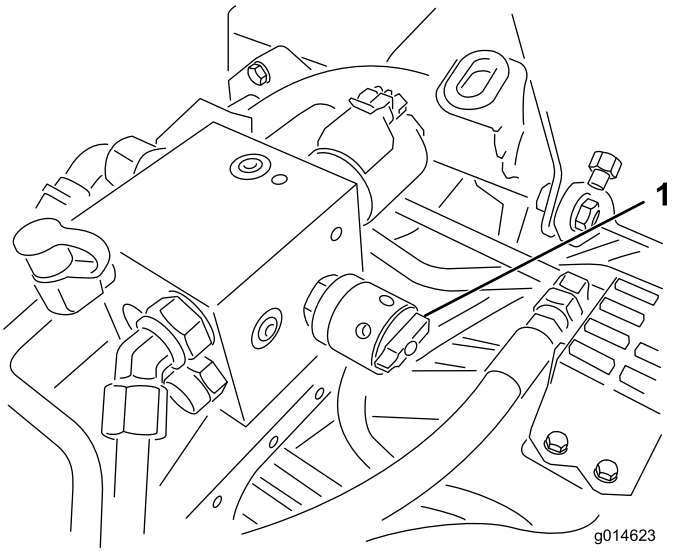

Figur 36
4. Knivcylindrenes hastighed indstilles ved at dreje grebet (Figur 36), indtil indikatorpilene står ud for det tal, der angiver den ønskede indstilling.